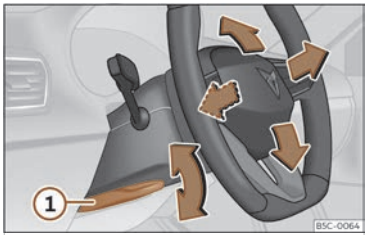

Fig. 94 Levier sur la partie inférieure latérale de la colonne de direction.
- Tirez le levier >>> **fig. 94 ①** vers le bas, déplacez le volant jusqu'à la position souhaitée et relevez le levier en position de verrouillage.
- **Après avoir réglé la colonne de direction, poussez fermement le levier >>> fig. 94 ① vers le haut pour que le volant ne change pas de position accidentellement en cours de route.**